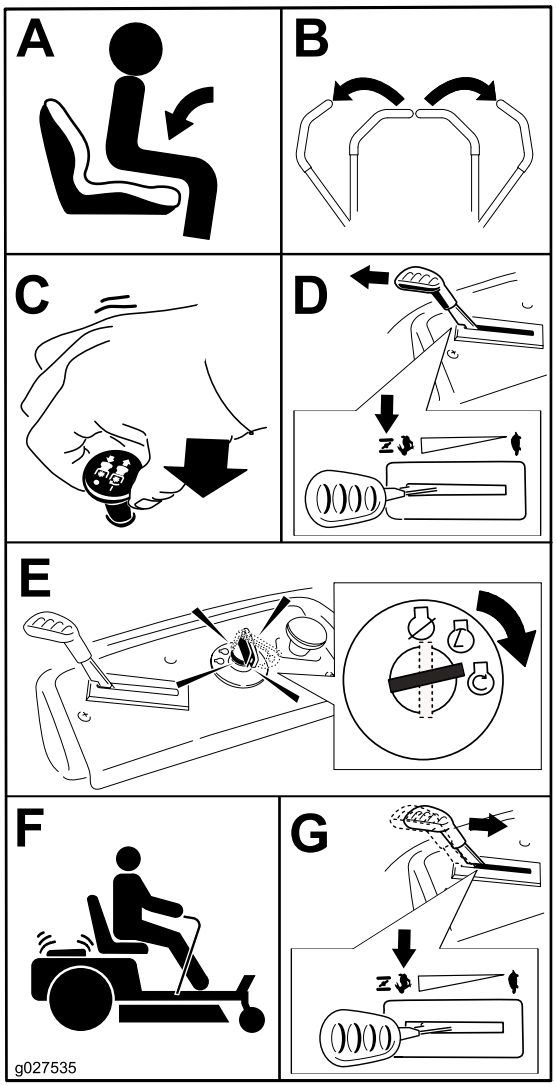

**Figur 11**
**Merk:** Det kan være nødvendig å holde spaken mot stoppet i chokestillingen mens du prøver å starte motoren (Figur 11).